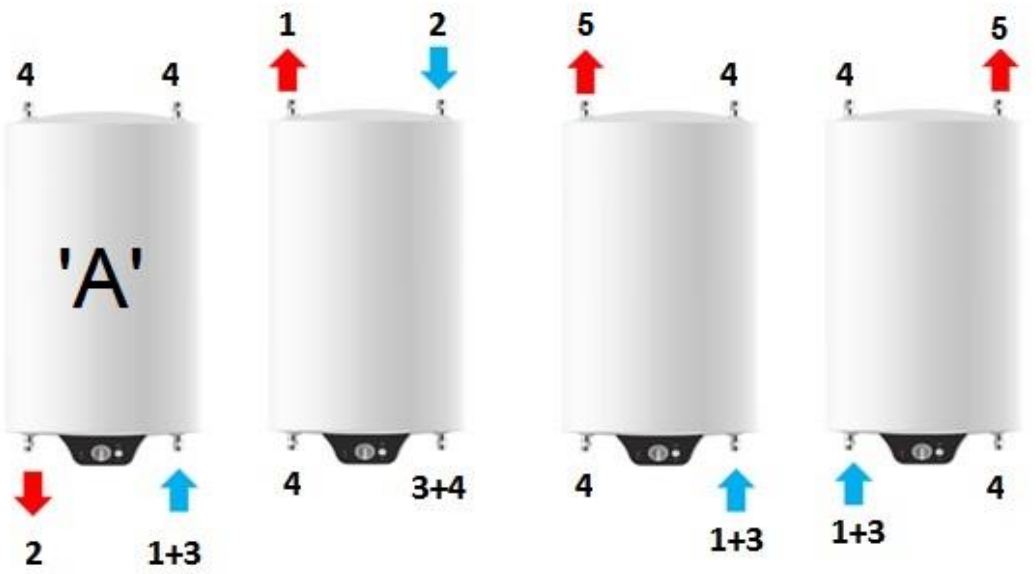
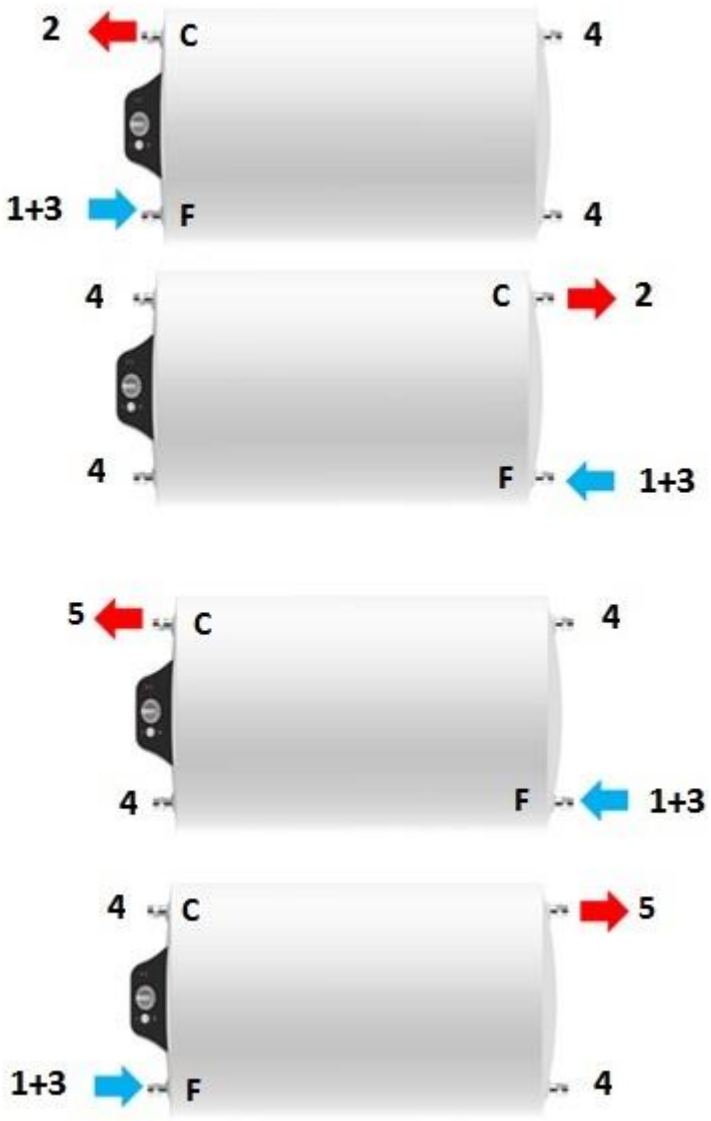

Fig 3.- Installations verticales
Fig 4.1.- Installations horizontales, partie électrique à gauche
qui doivent être utilisés pour les réaliser, la figure 3 les options d'installation verticale et les figures 4.1 et 4.2 montrent les options en position horizontale :
- Il est obligatoire d'installer la soupape de sécurité ('3') dans les positions indiquées dans les schémas des figures 3 et 4.
- Si les bouchons (4) doivent être retirés pour rendre un autre tube étanche, il est également nécessaire de retirer le tube à joint conique qui se trouve à l'intérieur du tube du réservoir. Pour le retirer, vous pouvez utiliser une pince pour le retirer lentement de son emplacement. La photo ci-dessous montre comment cela peut être fait. Pour rendre un autre tube étanche, il faut d'abord insérer le tube à joint conique puis visser le bouchon.